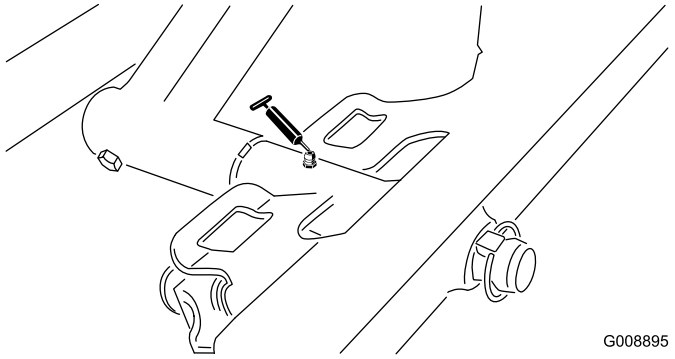

**Figur 32**
- Främre klippenhetstapp (Figur 32)